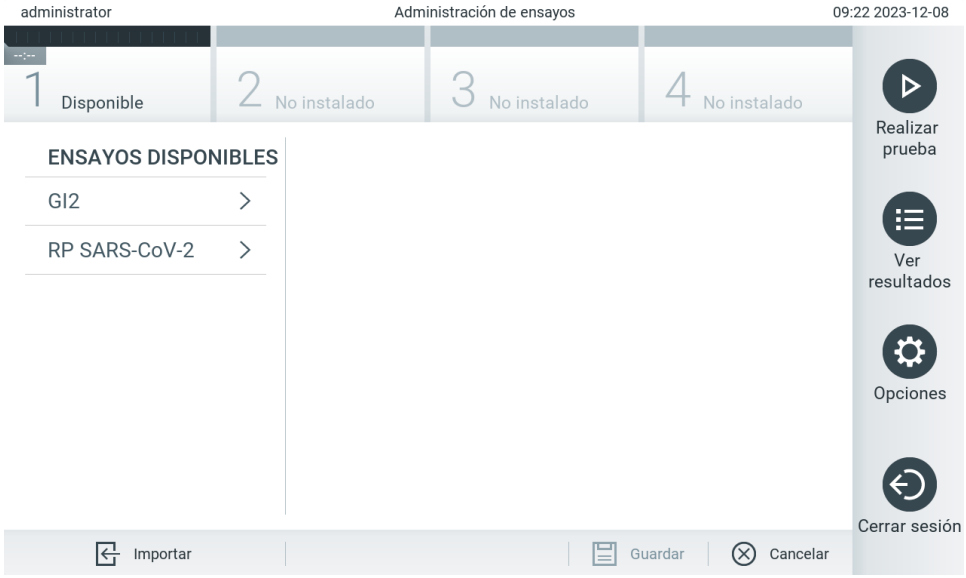

Figura 58. Pantalla Assay Management (Administración de ensayos).
2. Para importar el nuevo ensayo en el dispositivo QIAstat-Dx Analyzer 2.0, pulse el botón Options (Opciones) y, a continuación, el botón Assay Management (Administración de ensayos). Aparecerá la pantalla Assay Management (Administración de ensayos) en la zona de contenido de la pantalla (Figura 58).